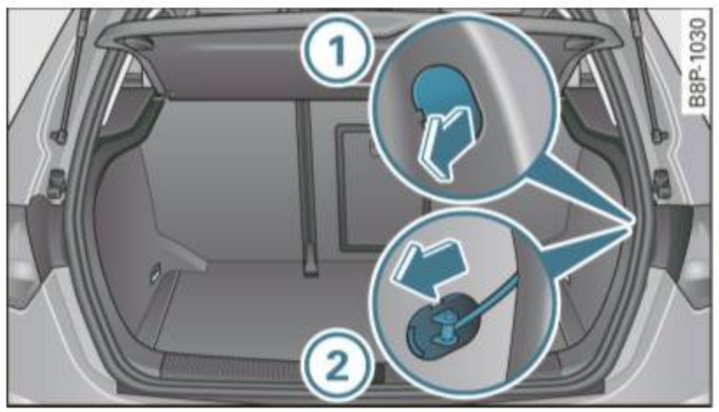

Fig. 161 Inside the luggage compartment: Opening the fuel filler flap by hand
- Use the screwdriver (vehicle tool kit) to pry the cover off at the recess ⇒ fig. 161 (1).
- Pull the actuator in the direction of arrow (2) to release the fuel filler flap ⇒ fig. 161.